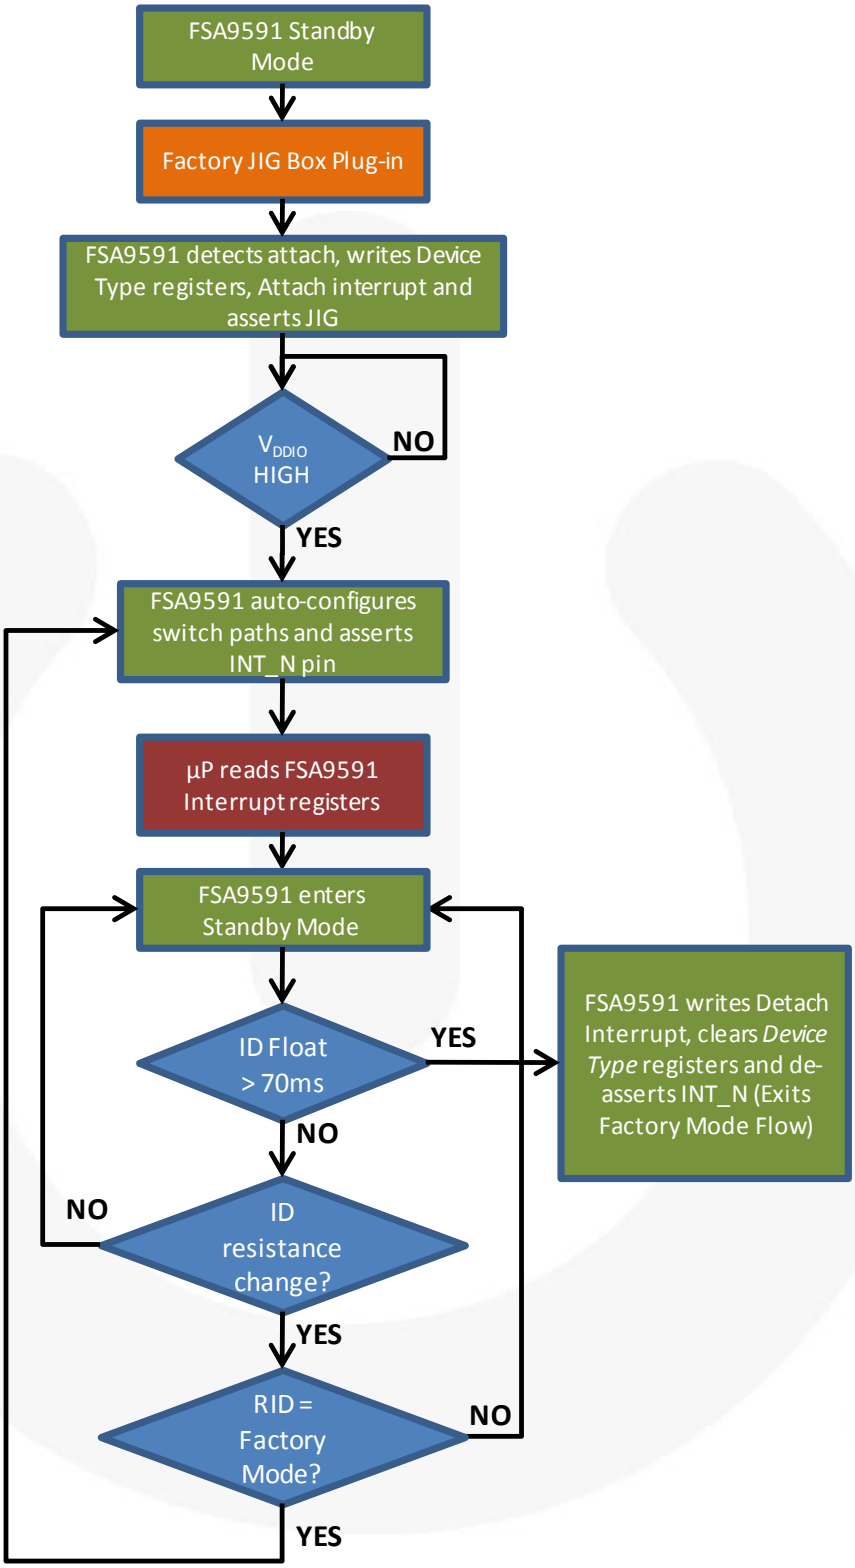

Figure 8. Factory Cable Detection Flow Chart
The FSA9591 detection algorithms monitor both the V_{BUS} and ID pins of the USB interface. Based on the detection results, multiple registers are updated and the INTB pin is asserted to indicate to the baseband processor that an accessory was detected and to read the registers for the complete information. The detection algorithm allows the application to control the timing of the detection algorithm and the configuration of the internal switches. The flow diagram in Figure 8 shows the operation of the detection algorithm.
7. Factory modes require V_{DDIO}=HIGH before configuring the switches. Refer to the factory mode flow diagram in Figure 8 for details.